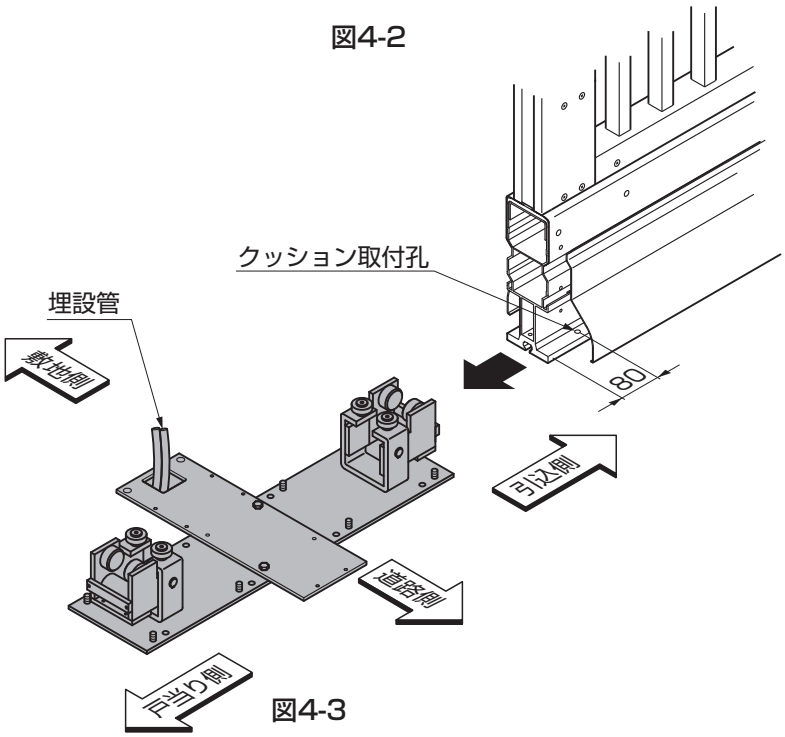

図4-3
①本体前側からベースローラーに挿入してください。（図4-3参照）